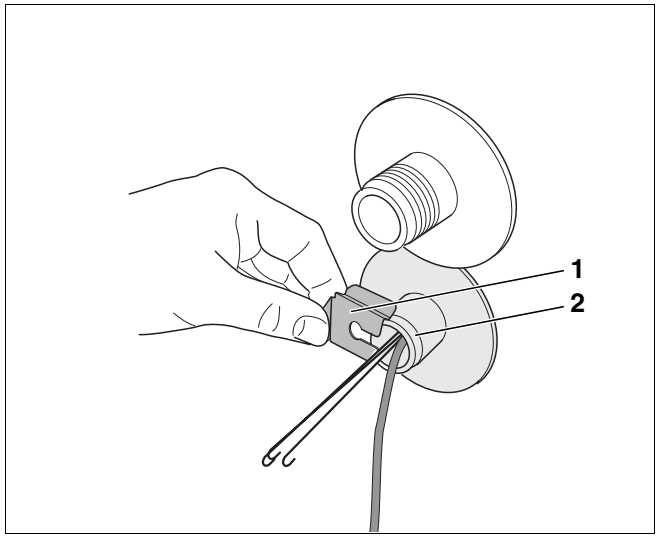

Rys. 8 Montaż zapinki zabezpieczającej czujniki
- Wsunąć zapinkę zabezpieczającą czujniki (rys. 8, **poz. 1**) z boku na tuleję zanurzeniową (rys. 8, **poz. 2**).